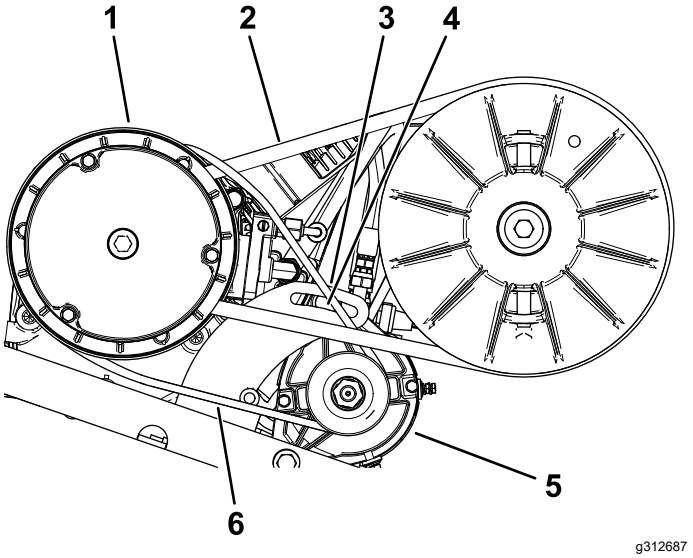

Figura 70
2. Desaperte a porca de articulação do gerador do motor de arranque (Figura 70).
permitir apenas 6,4 mm de deflexão da correia com 44 N·m de força (Figura 70).
5. Aperte a porca de articulação à mão e retire o pé de cabra (Figura 70).